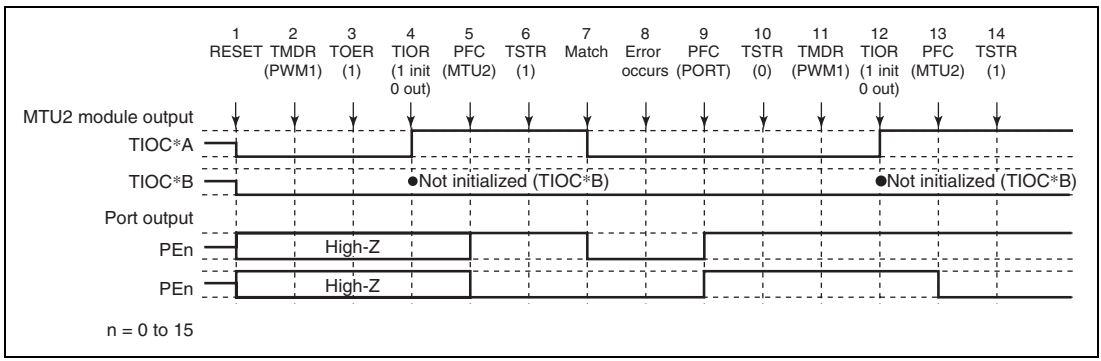

**Figure 10.145 Error Occurrence in PWM Mode 1, Recovery in PWM Mode 1**
**Operation when Error Occurs during PWM Mode 1 Operation, and Operation is Restarted in PWM Mode 1:** Figure 10.145 shows an explanatory diagram of the case where an error occurs in PWM mode 1 and operation is restarted in PWM mode 1 after re-setting.